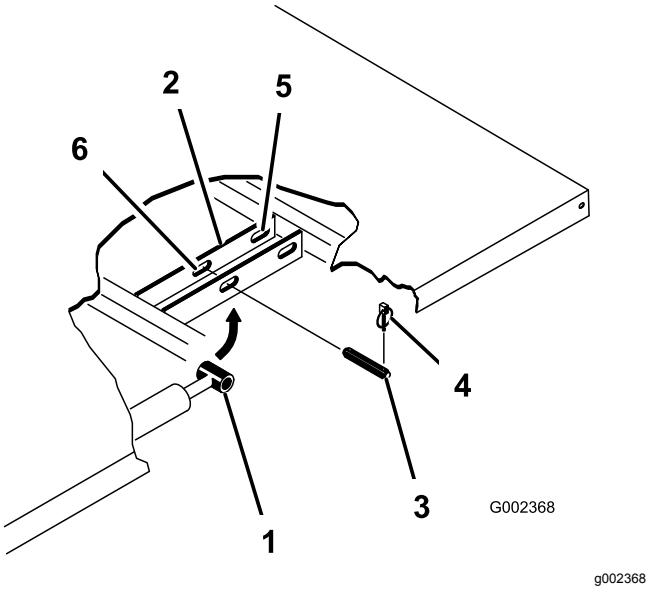

Figur 3
4. Tag ringstifterne af de yderste ender af cylinderstangens gaffelbolte (Figur 3).
5. Afmonter de gaffelbolte, der fastgør enderne af cylinderstangen til ladets monteringsplader, ved at skubbe stifterne mod maskinens midterlinje (Figur 3).